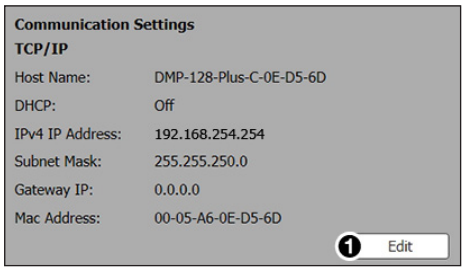
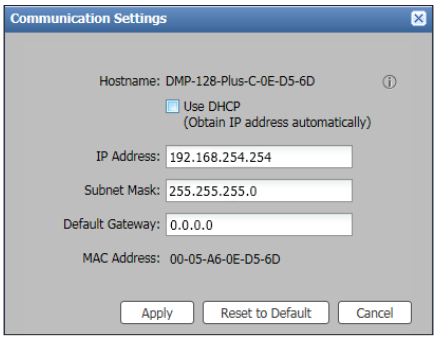

Figure 27. Comm Settings Panel
Figure 28. Comm Settings
The `Communication Settings` panel displays the TCP/IP communication settings (see figure 27). Click **`EDIT`** (❶) to open the `Communication Settings` dialog box (see figure 28) and edit the TCP/IP settings. The following can be edited: DHCP status, IP address, subnet mask, and default gateway.